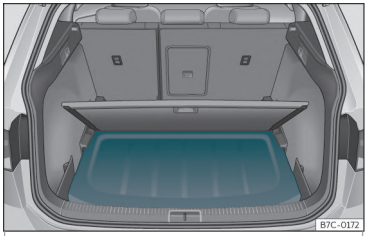

Fig. 113 În portbagaj: montarea copertinei portbagajului.
- Amplasați copertina portbagajului în spațiul special dedicat>>> **fig. 113** .